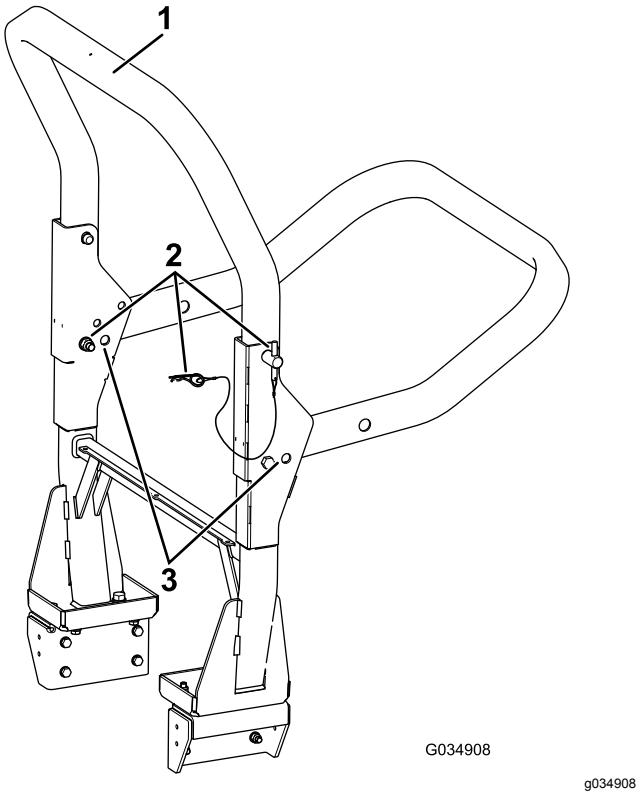

Figur 24
2. Støt det øvre stels vægt, mens du fjerner R-klipsene og tapperne fra drejetapbeslagene (Figur 24).